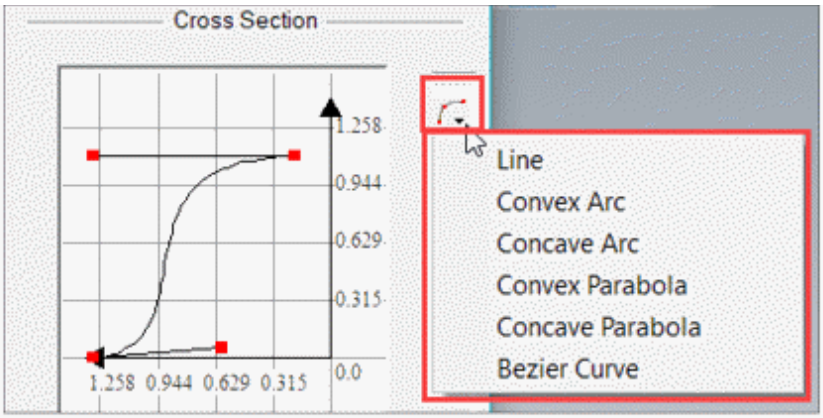

Figure-23. Predefined Parametrizable Cross-section flyout
- Drag the node points in graph to modify shape of cross-section to be created for generating organic surface. You can use predefined cross-section shapes from the **Predefined Parametrizable Cross section** flyout; refer to Figure-23.